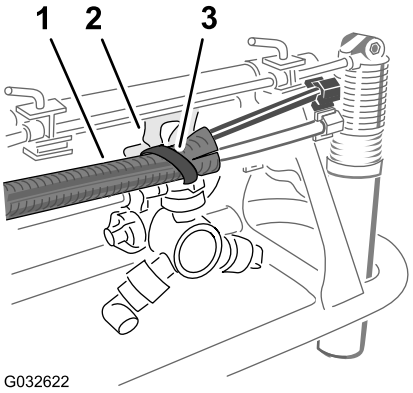

Figur 30
5. Fest rørenheten til hullet i dysestøtten med et kabelfeste, som vist i Figur 30.